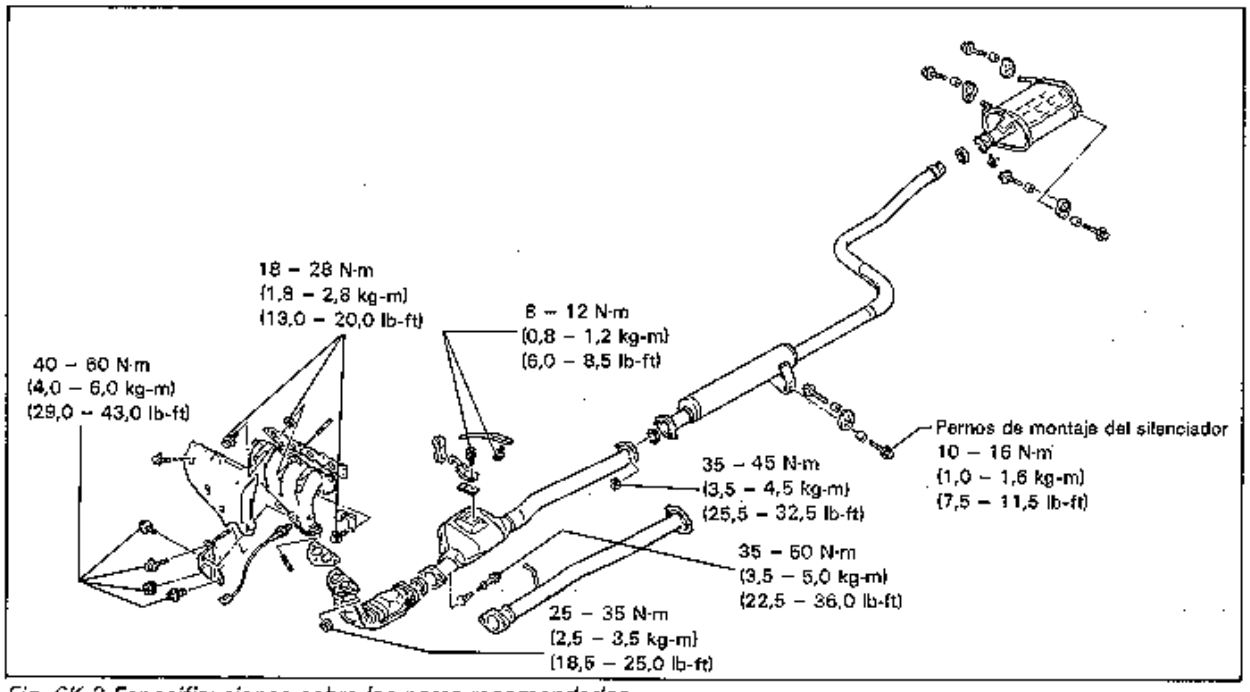

Fig. 6K-2 Especificaciones sobre los pares recomendados
- Al efectuar el armado, apriete los pernos y las tuercas a los pares especificados. Refiérase a la Fig. 6K-2 con respecto a la ubicación de los pernos y las tuercas.